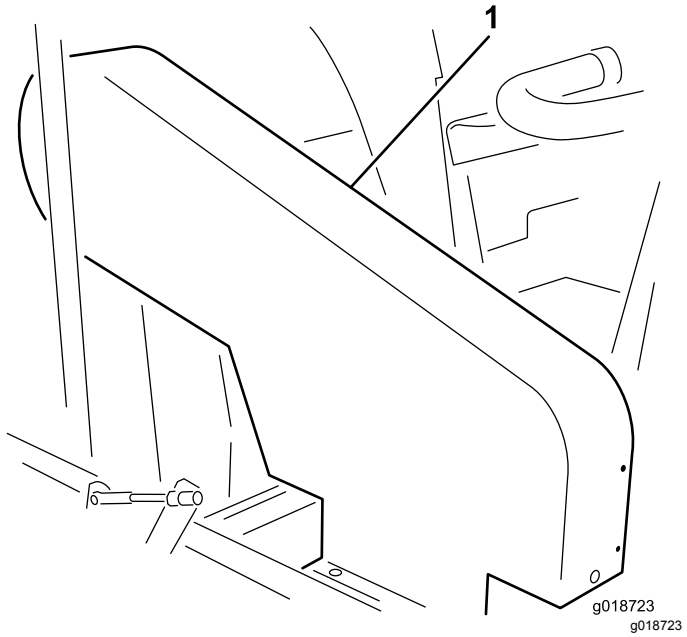

Figur 19
Bemærk: Det er ikke nødvendigt at fjerne den øverste remafskærmning (Figur 19) for at kontrollere remspændingen. Hvis du fjerner remafskærmningen, skal du fjerne de 4 bolte, spændeskiver og møtrikker, der fastgør afskærmningen til stellet. Betjen ikke maskinen, uden at afskærmningerne er monteret.
Kontroller spændingen ved at trykke remmen ned midtvejs mellem rotorens og koblingens remskiver med en kraft på 18 til 22 N. Remmen skal afbøje 1,3 cm. Se Justering af rotordrivremmen (side 24), hvis afbøjningen er forkert. Hvis afbøjningen er korrekt, fortsættes normal drift (Figur 19).
Kontroller spændingen ved at trykke remmen ned midtvejs mellem mellemakslens og koblingens remskiver med en kraft på 18 til 22 N. Remmen skal afbøje 6 mm. Se Justering af mellemakselremmen (side 24), hvis afbøjningen er forkert. Hvis afbøjningen er korrekt, fortsættes normal drift (Figur 19).
1. Fjern de 4 bolte, spændeskiver og møtrikker, der fastgør den øverste afskærmning til stellet (Figur 19).